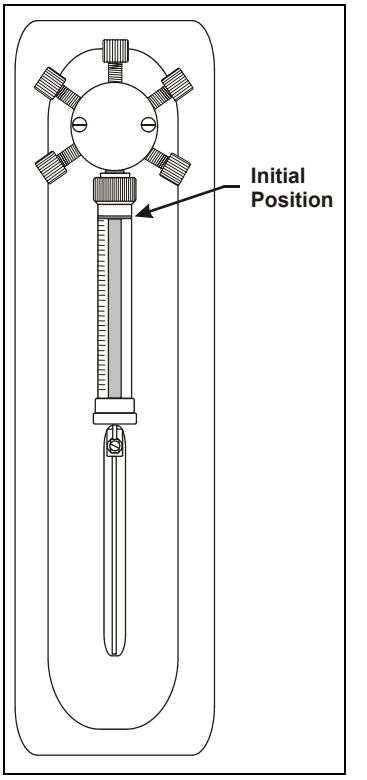

Figure 5-7. Initializing the Syringe
5. The syringe plunger moves down a small amount. This is its initial position (see Figure 5-7).